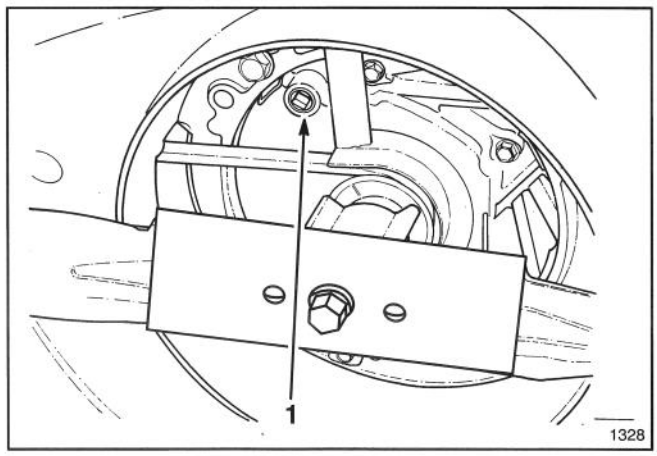

Figure 16
6. Tip mower on its left side. Remove drain plug from underside of mower using a 3/8" socket extension with a wrench for turning (Fig. 16). Place a drain pan under mower.